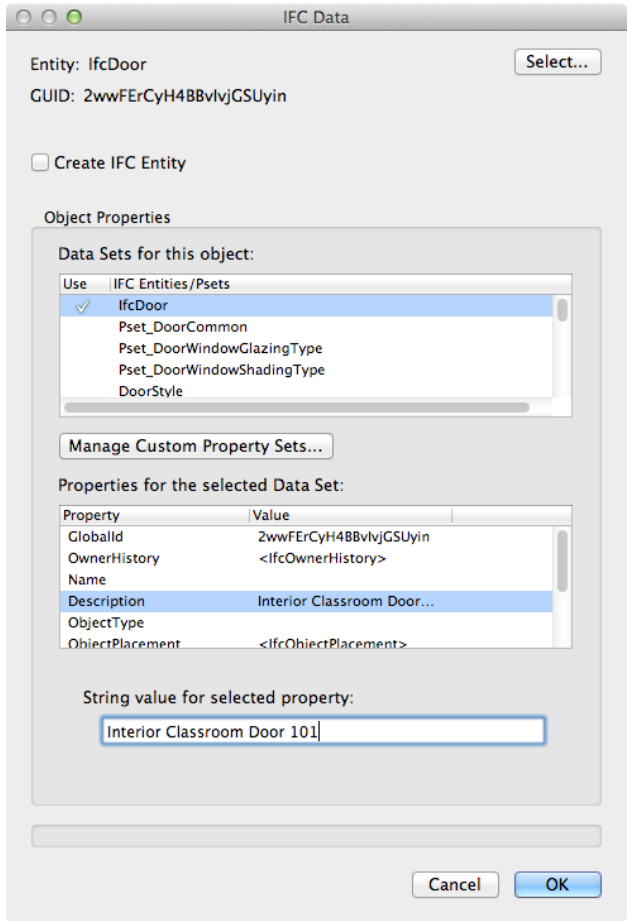

Figure 4 – "IFC Data" dialog box.
3. Select the IFC object type and click OK. The IFC Data dialog box opens (Figure 4). Under "Object Properties," select the Property Set to assign to the IFC object by adding a check mark under the "Use" column. You can select multiple Property Sets. If you are attaching a custom property set, select the "Manage Custom Property Sets…" button (see the Custom Property Sets section for more information).
To enter the desired values for the properties of the selected Data Set, use the second window to select the property and the "String value" field (see Figure 4).